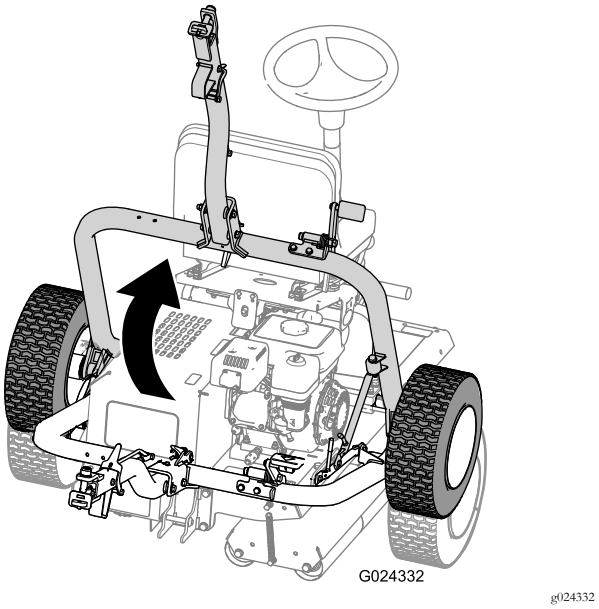

Figur 29
D. Lyft upp dragkroken (Figur 29) tills låsspaken låses fast i reglagets spärrläge (Figur 25).